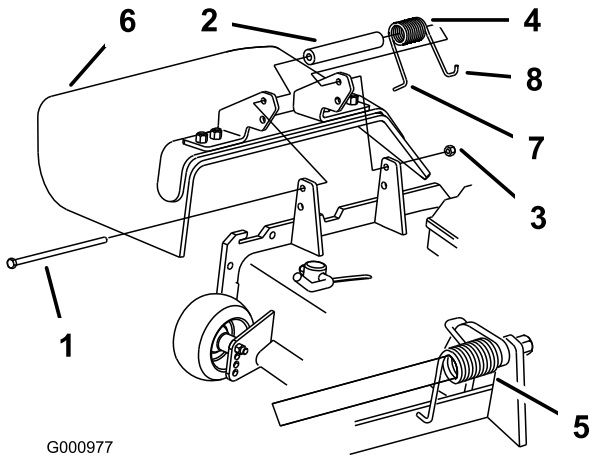

Figure 1
3. Retirez le contre-écrou, le boulon, le ressort et l'entretoise qui fixent le déflecteur aux supports de pivot (Figure 1). Retirez le déflecteur d'herbe.